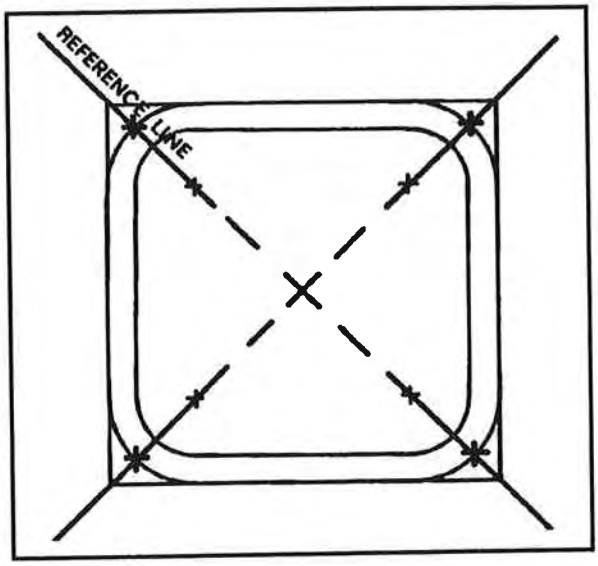

Figure 8-17. Establishing known rivets points
- Establish the known rivets by drawing a line through each corner as shown in Figure 8-17. The Xs represent the known rivet points.